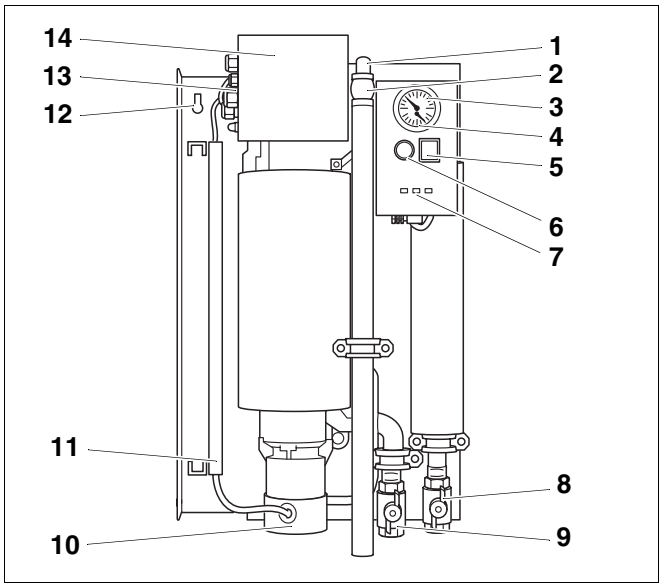

Abb. 3 LSE mit Gehäuse
Die Basis des o. g. Gerätes besteht aus dem LSE, dessen wärmeführende Teile wärmegedämmt sind. Darüber hinaus ist das gesamte Gerät mit einer Blechverkleidung optisch ansprechend gestaltet. Die Anschlüsse sind an die Unterseite des Gehäuses geführt und mit 1" Kugelhähnen (Abb. 3, **Pos. 8** und **9**) versehen. Am Kopfteil der Regelung sind das Sicherheitsventil (Abb. 3, **Pos. 1**) und das Entlüftungsventil (Abb. 3, **Pos. 2**) montiert. Alle mit dem Fördermedium in Berührung kommenden Komponenten sind korrosionsbeständig. Alle Komponenten sind auf einer Grundplatte montiert, die an der Wand befestigt werden kann. Die Abdeckung wird durch zwei Schrauben fixiert.
- Die Befestigung des LSE mit Gehäuse erfolgt über die oberen Befestigungsösen (Abb. 3, **Pos. 12**).